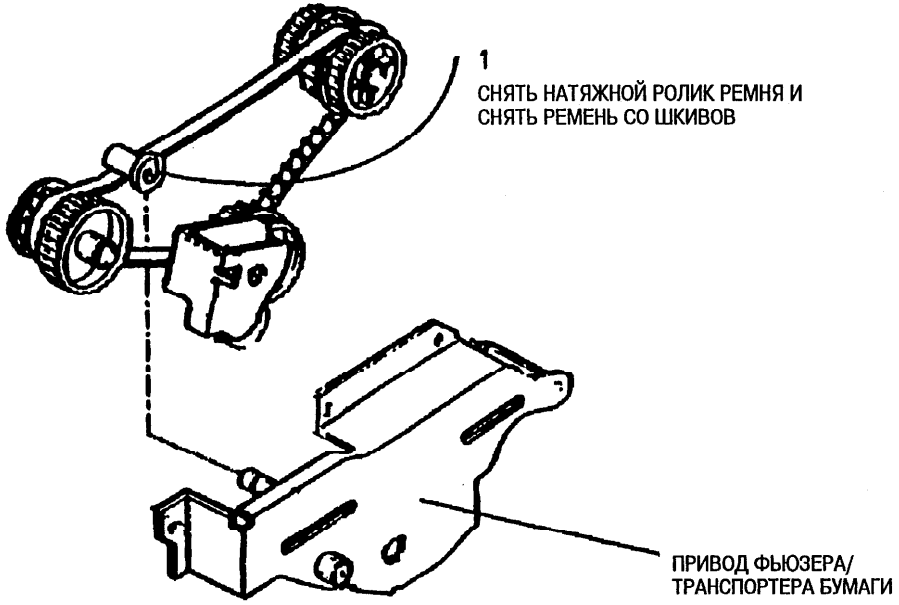

Рис. 1. Снятие ремня привода транспортера
3. (Рис. 1): Снять ремень привода транспортера.